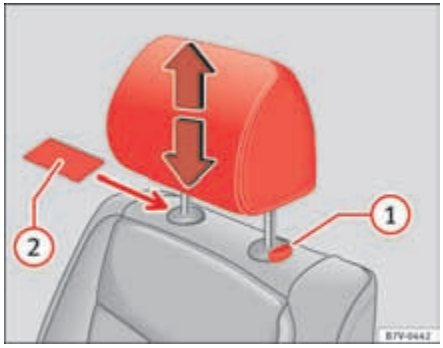

Fig. 92 Removing the front head restraint.
- Unlock the head restraint using a flat object such as a plastic card, if required, sliding it between the upholstery of the head restraint and the head restraint rod-guide cover ⇒ fig. 92 (2).
- Pull the head restraint out of the fitting without releasing the button (1).
- Push the head restraint down as far as it will go while pressing button ⇒ fig. 92 (1).